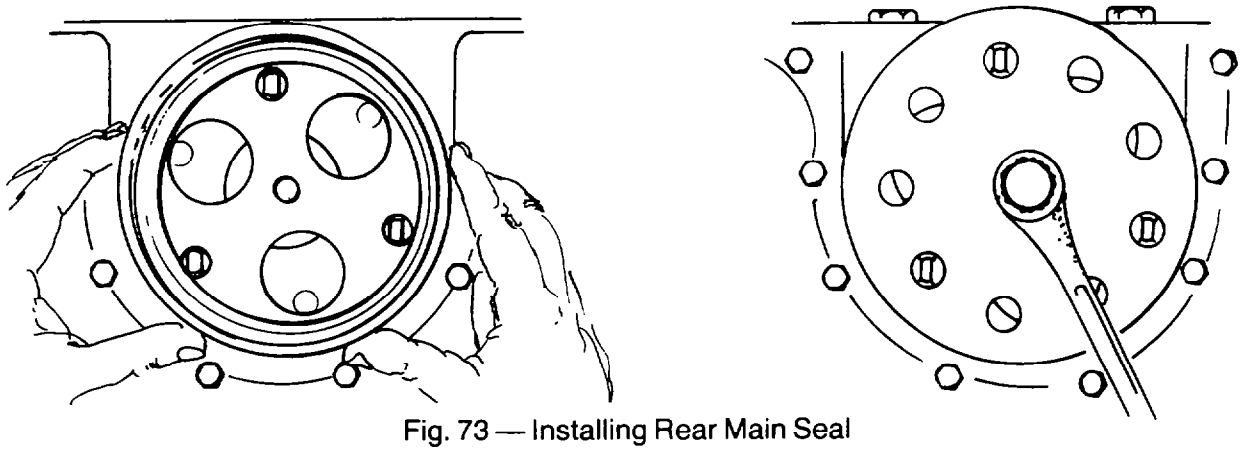

Fig. 73 — Installing Rear Main Seal
h. Place the specially hardened flat washer over the centre bolt, then screw the bolt into the adapter plate (see fig. 73).